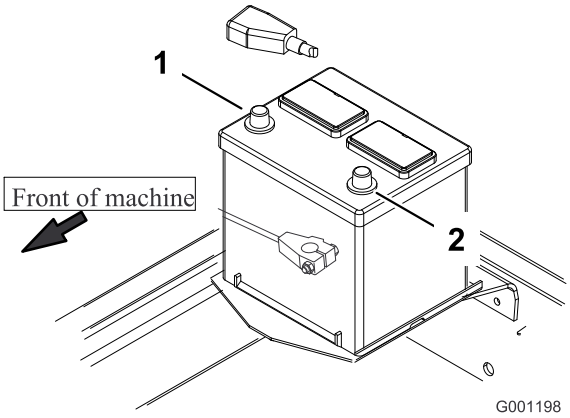

Figur 11
8. Koble først den positive kabelen (rød) til den positive (+) polen og deretter den negative kabelen (svart) til den negative (-) polen (Figur 11). Skyv gummihetten over den positive polen for å forhindre muligheten for kortslutning.